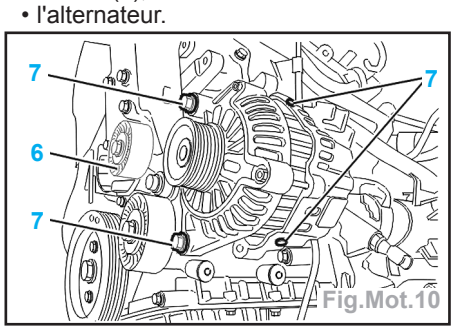

Fig.Mot.10
- Déposer (Fig.Mot.10) :
- les vis (7),